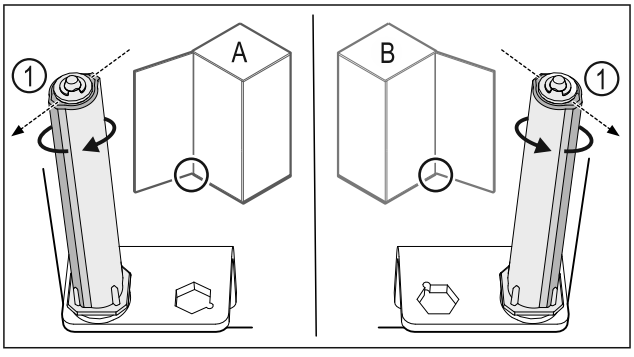

Fig. 35 Левое навешивание (A) / правое навешивание (B)
▶ Поворачивайте систему закрытия, преодолевая сопротивление до тех пор, пока ее ребро *Fig. 35 (1)* не будет направлено наружу.